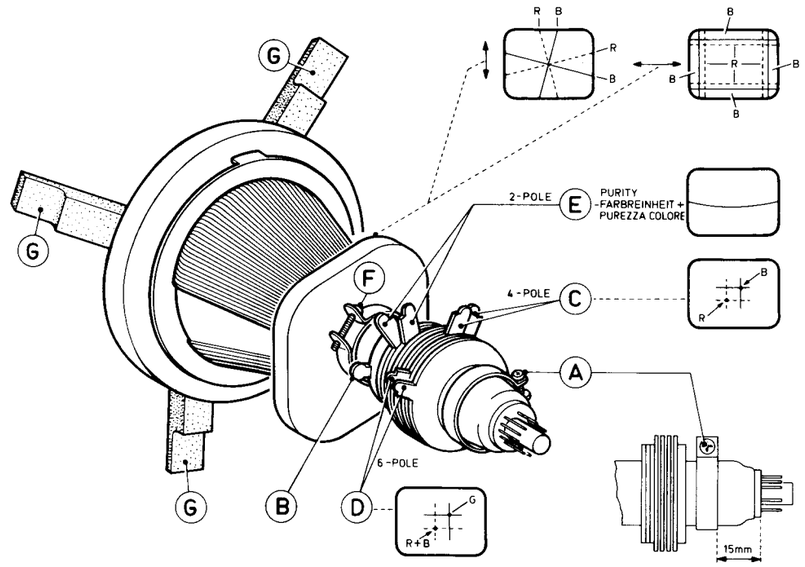

Fig. II-4
Die hiernach beschriebenen Farbreinheits- und Konvergenzeinstellungen braucht man nur durchzuführen wenn eine vollständig neue Einstellung notwendig ist oder wenn eine Bildröhre montiert worden ist. In andern Fällen - z.b. nach Ersatz der Ablenk-Unit, ist es meistens nicht nötig, die Gummikeilen (G in Abb. II-4) zu entfernen.
I. Farbreinheit, siehe Abb. II-4
II. Statische Konvergenz (siehe Abb. II-4)